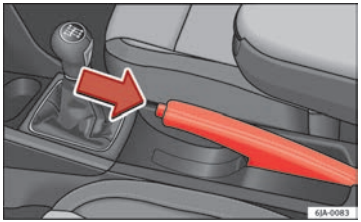

Fig. 102 Centre console: handbrake
– Pull the handbrake lever up slightly and press the unlock button **at the same time** ⇒ Fig. 102.